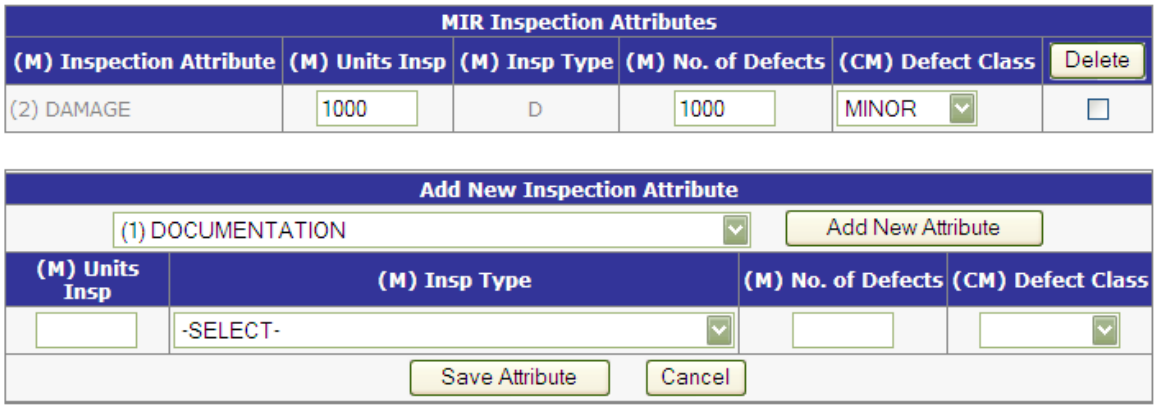

Figure 3.5
1. Enter the attribute data and click the Save Attribute button to add the attribute. Click the Cancel Attribute Add button to exit this function (Figure 3.5).